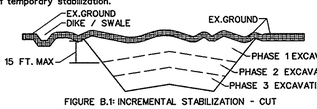

FIGURE B.1: INCREMENTAL STABILIZATION - CUT
2. Construction sequence example (Refer to Figure B.1 in "2011 Maryland Standards and Specifications for Soil Erosion and Sediment Control"):